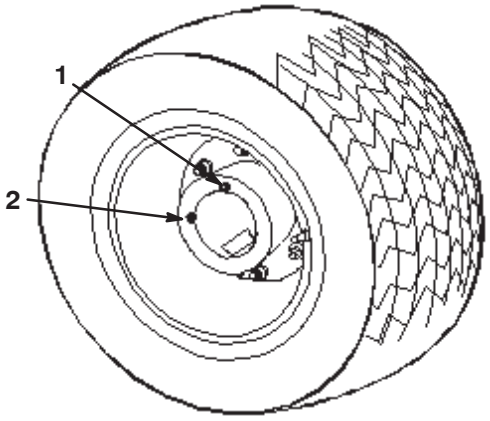

Figur 46
6. Flytt sprederen sakte inntil hjulene er plassert for fylling som vist i figur 46.